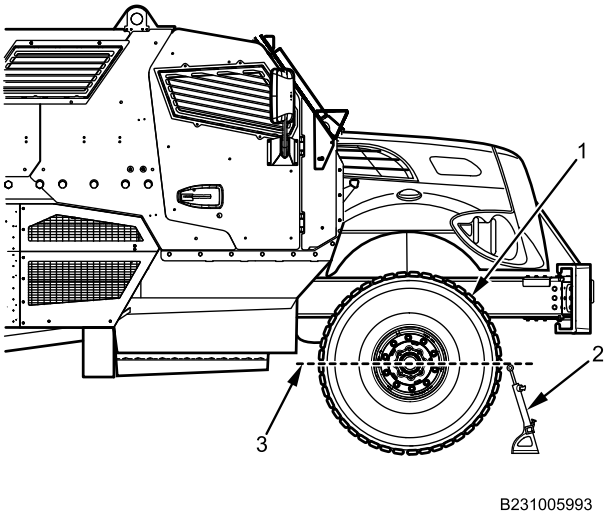

Figure 2. Positioning Wheel Alignment Gauge.
4. Position wheel alignment gauge (Figure 2, Item 2) as close to centerline (Figure 2, Item 3) of front tires (Figure 2, Item 1) as possible.